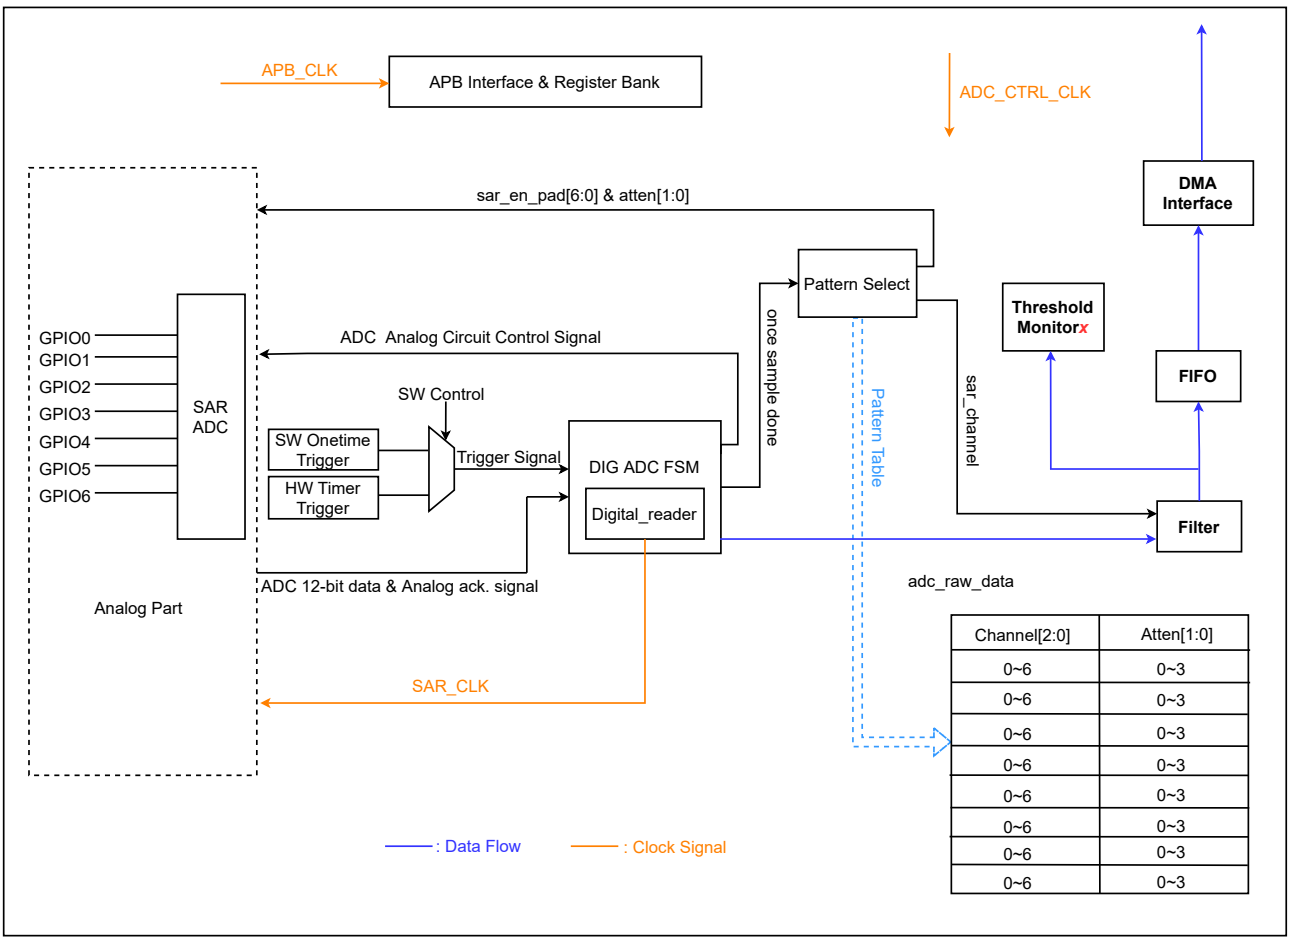

**图 39.2-1. SAR ADC 的功能概况**
SAR ADC 的主要子模块与连接情况见图 39.2-1。
如图 39.2-1 所示，SAR ADC 模块主要包括以下功能或子模块：
- 将数据传输给滤波器 (filter)，然后阈值监控器 (threshold monitor) 通过 DMA 将数据传输给内存（见图 39.2-1）；